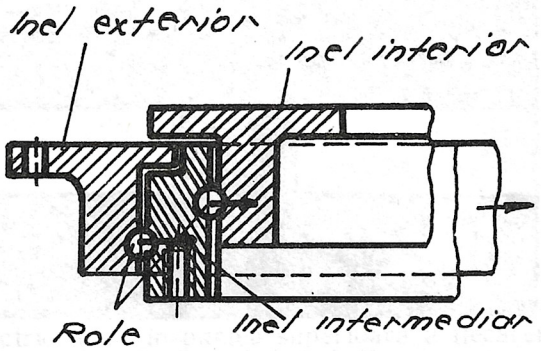

*Fig. 30.* Rulmentul de susținere a articulației tramvaiului (secțiune transversală)
*Rulmentul boghiului purtător* (Fig. 30) este prevăzut cu două căi de rulare formate din: